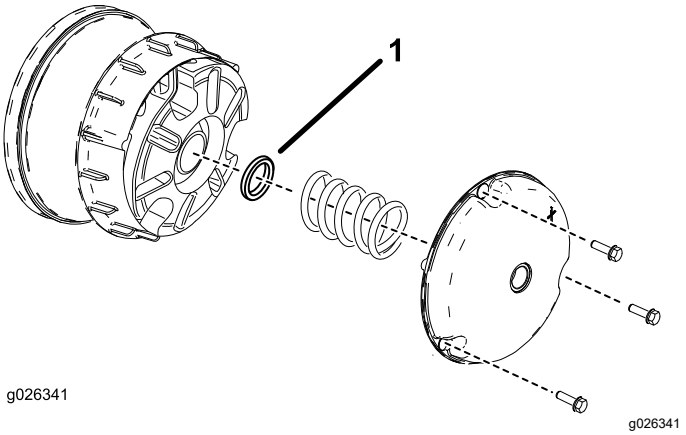
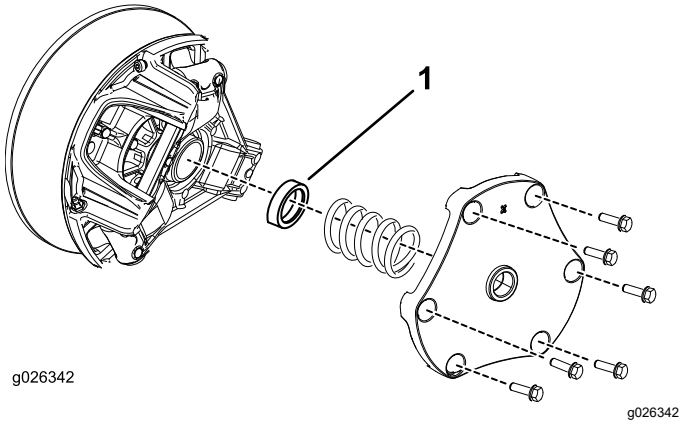

Figur 12
Figur 13
1. Afmonter boltene, der fastgør primærkoblingsdækslet som vist i Figur 12 og Figur 13.
2. Afmonter fjederen, og bortskaf afstandsbøsningen (se Figur 12 og Figur 13)